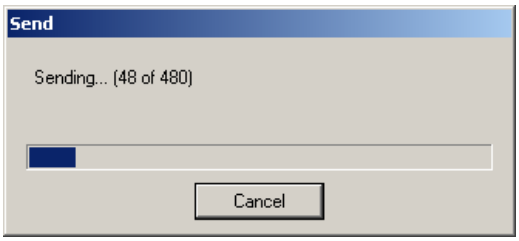
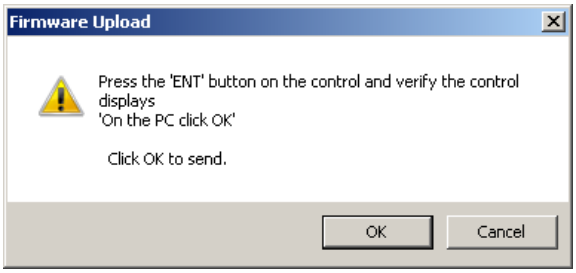

Figure 3-81 Send Status Screen
Figure 3-89 Firmware Upload Screen
3. Select the target file, then select **Open**. TapTalk will display the DNP **Send** status screen Figure 3-81.
3. Select the target file, then select **Open**. TapTalk will display the **Firmware Upload** dialog screen Figure 3-89.
5. From the **Upload** dialog screen Figure 3-89) select **OK**. TapTalk will display the Send Status Screen Figure 3-81).